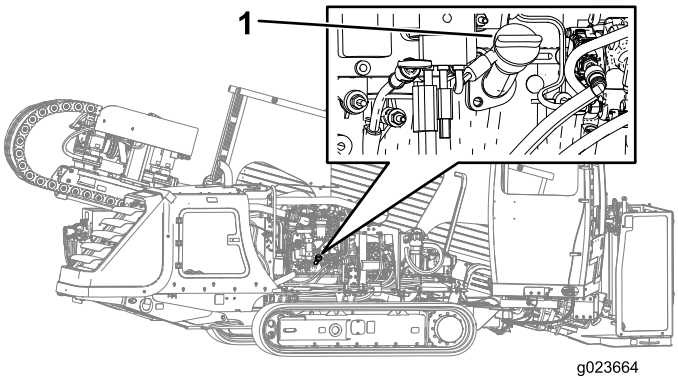

Figure 122
A. Retirez le bouchon de remplissage (Figure 122) et faites l'appoint d'huile jusqu'à ce que le niveau atteigne le repère supérieur. **Ne remplissez pas excessivement.**